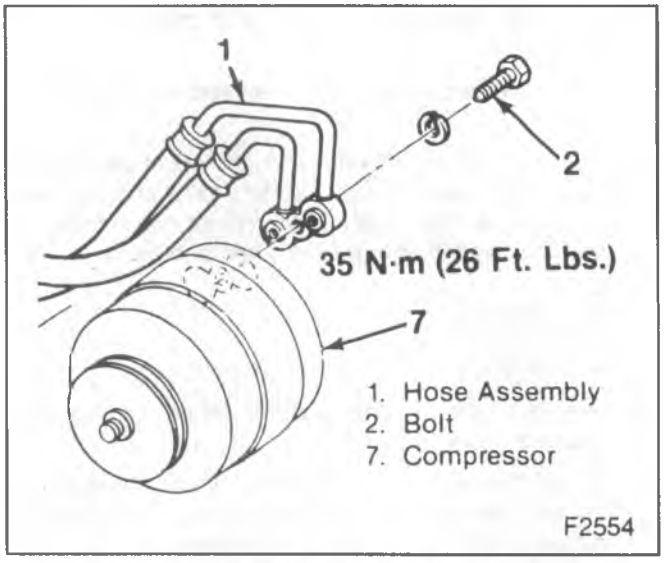

Figure 30 – Hose Plate and Bolt Removal
Remove or Disconnect (Figures 30 though 34)
6. Condenser refrigerant lines (figure 30).
Install or Connect (Figures 30 through 34)